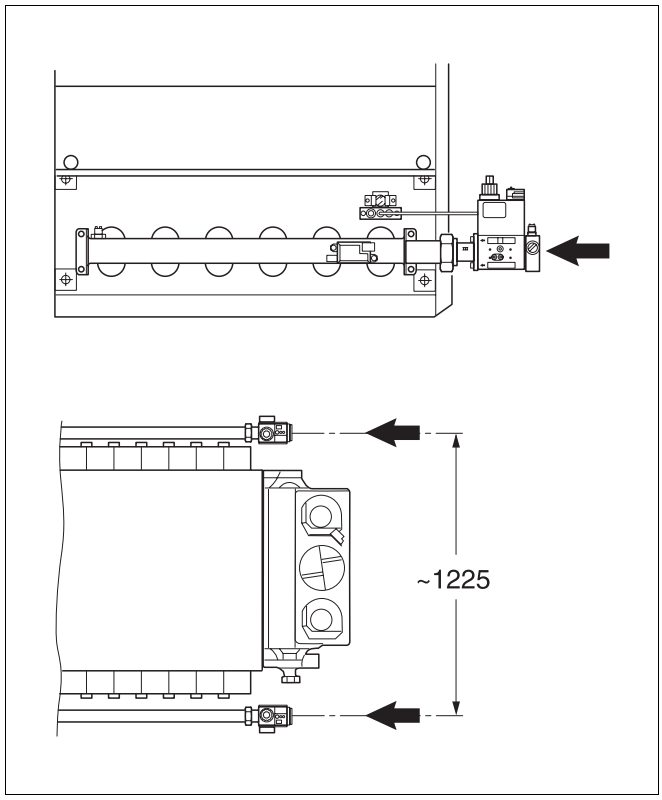

Afb. 41 Gasaansluiting aansluiten
- Monteer de aansluitleidingen spanningsvrij aan de gasaansluiting van de verwarmingsketel (afb. 41).